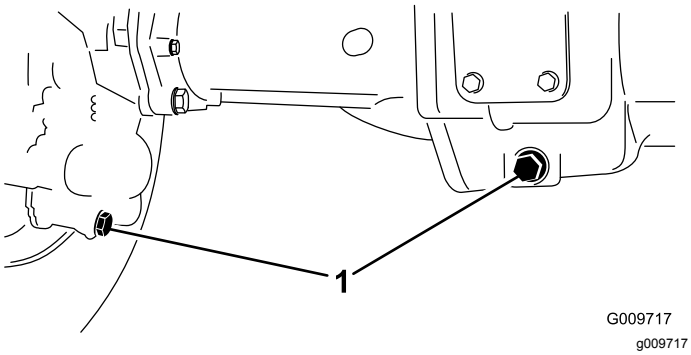

Figur 69
2. Rengør området rundt om de 3 aftapningsproppper, 1 på hver ende og 1 i midten (Figur 69).